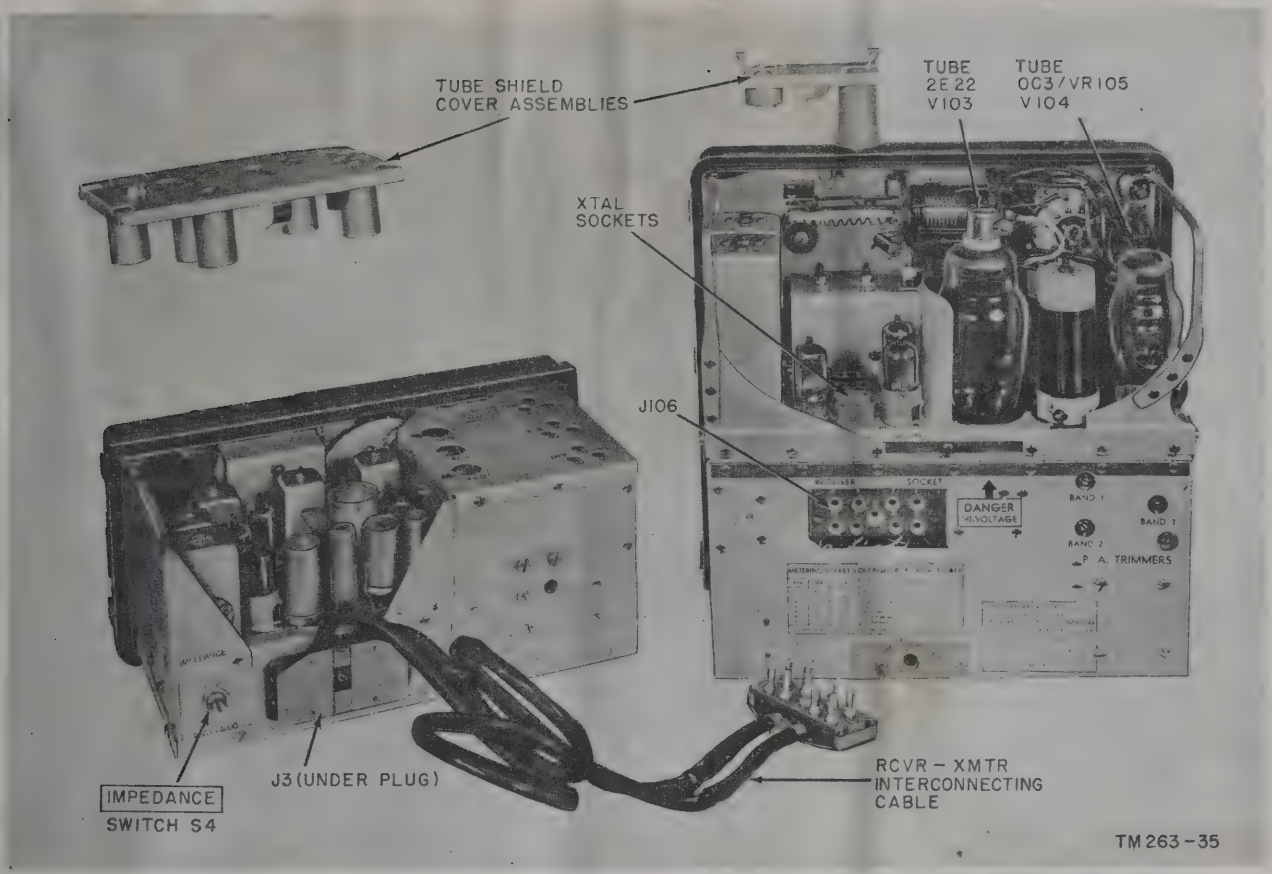

Figure 30. Rear view of radio set out of its case.
(*b*) Lift the cover straight up without tilting it. This is necessary to avoid any damage that may occur if the tube shields (fig. 30) are forced sideways, pushing any tube which is in the receiver, and causing the tube prongs to snap.
(fig. 30), and then place the receiver on the operating or testing bench. The tubes and crystal are located beneath a single metal tube shield cover plate, which is removed without the aid of tools.
(2) Install tube 2E22 in its socket (fig. 30) as described in *a*(6) above.
(3) The voltage regulator tube VR105, V104 (fig. 30) can be removed after removing the safety clamp around the base of the tube. Refer to paragraph 65*b*(3) for further instructions pertaining to this clamp.
(4) Tubes V101, V102, and V105 (fig. 120) and crystals 1A, 1B, 2A, 2B, 3A, and 3B are located under a small tube shield cover plate (fig. 30). The cover plate can be removed by releasing the spring catches at both ends of the plate and lifting straight upward. The tubes and crystals are then easily accessable. The tubes can be removed as shown in figure 31.
(5) If the transmitter is shipped without crystals, remove the tube cover plate as described in (4) above. Plug the crystals in their proper sockets as shown on the cover plate. The choice of a crystal depends on the operating frequency, refer to paragraph 22*f* for the crystal frequencies available. Because a frequency doubler circuit is used in the transmitter, the transmission frequency will be twice the natural frequency of the crystal. Therefore, if it is desired to trans-
The separate receiver and transmitter sections are connected by the receiver-transmitter interconnecting cable (fig. 30), which is secured (in some units) to the metal case behind these sections. Refer to paragraph 32*b*(6) for instructions to connect this cable. No other cords or cables are used between these sections. See B, figure 54 for the wiring diagram of the cable and its connectors.